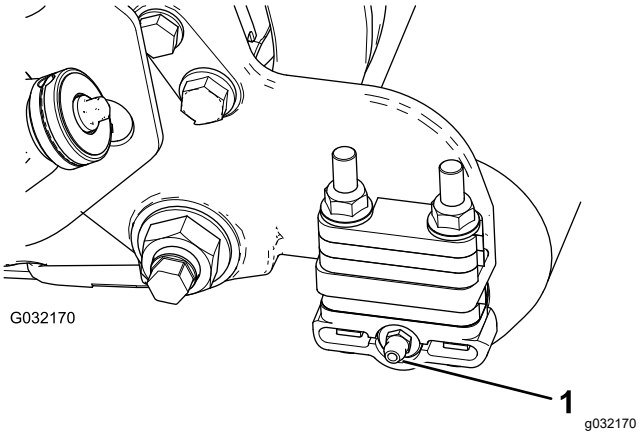

Figure 5
2. Install the 90° grease fitting so that it faces rearward (Figure 5).